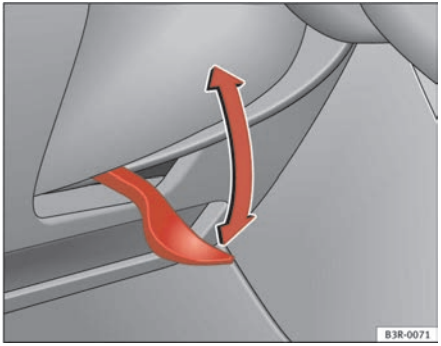

Fig. 145 Lever beneath steering column
– Push the lever ⇒ fig. 145 down ⇒ ⚠.